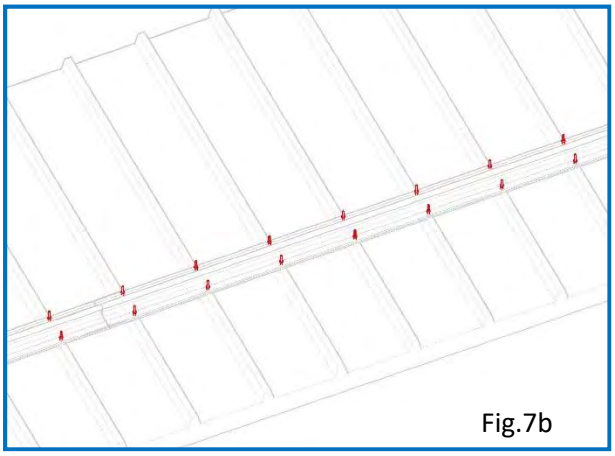
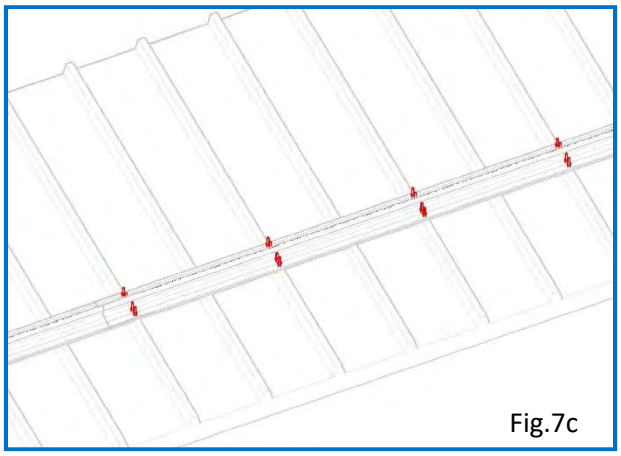

Fig.7b
Fig.7c
- Rivettare il binario con un rivetto su entrambi i lati della base del profilo rispettando una tenuta complessiva all'estrazione di 1000 kg per metro lineare (un solo rivetto per parte come da fig. 7b o doppio rivetto come da fig. 7c) attenendosi alla tabella seguente peri rivetti forniti da Unith:
- *N°1 rivetto con interasse ogni 25 cm su entrambi i lati della base del profilo (fig. 7b)*
- *N°2 rivetti con interasse ogni 50 cm su entrambi i lati della base del profilo (fig. 7c)*